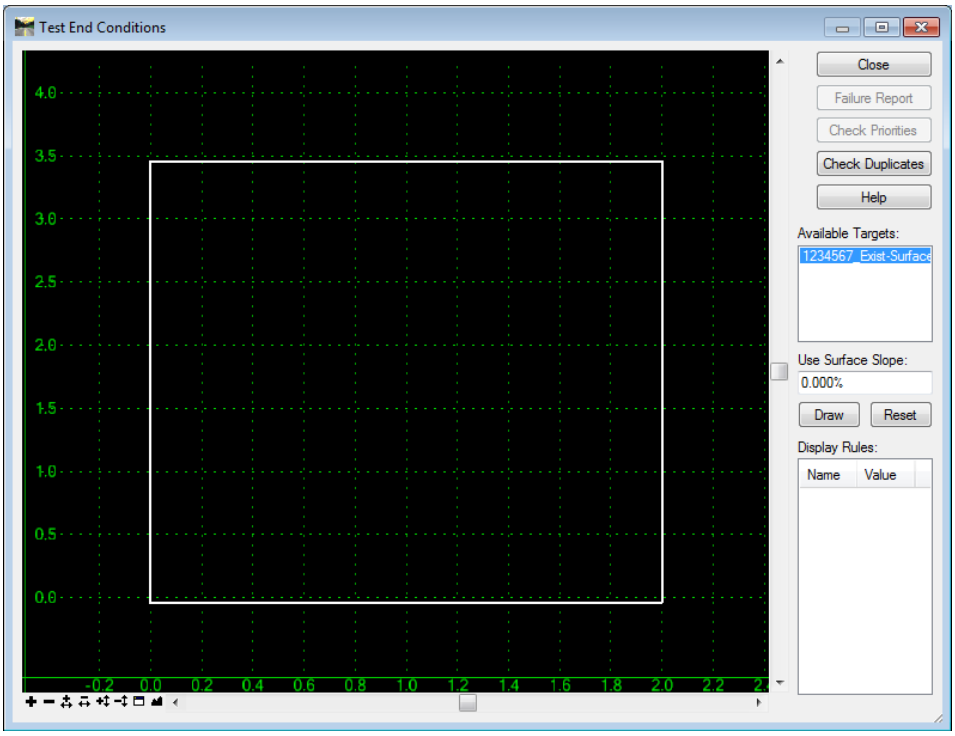
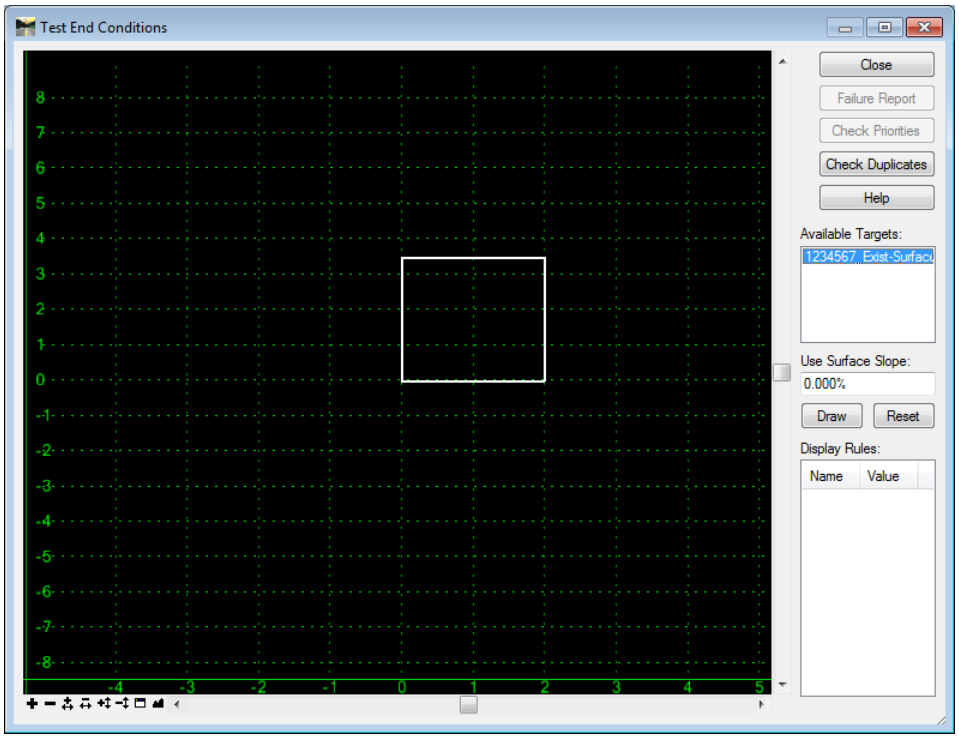

Figure L7-47 Test End Conditions
Figure L7-48 Test End Conditions
56.	**Open the Test End Conditions Window** • Click the **Test** button in the lower right corner of the **Create Template** window. The **Test End Conditions** window opens as shown in *Figure L7-47*. • **Zoom Out** by using the wheel on your mouse. If your mouse does not have a wheel - click the Zoom Out button until your screen is similar to that shown in *Figure L7-48*.